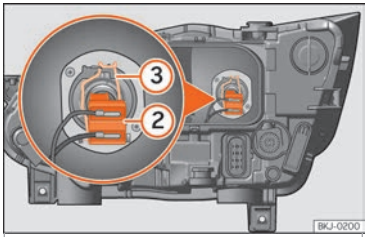

Fig. 53 No compartimento do motor: lâmpada da luz de médios.
– Retire o conector da lâmpada ››› **Fig. 53** ②.
– Desengate a mola de fixação ››› **Fig. 53** ③ pressionando-a para dentro e para a direita.